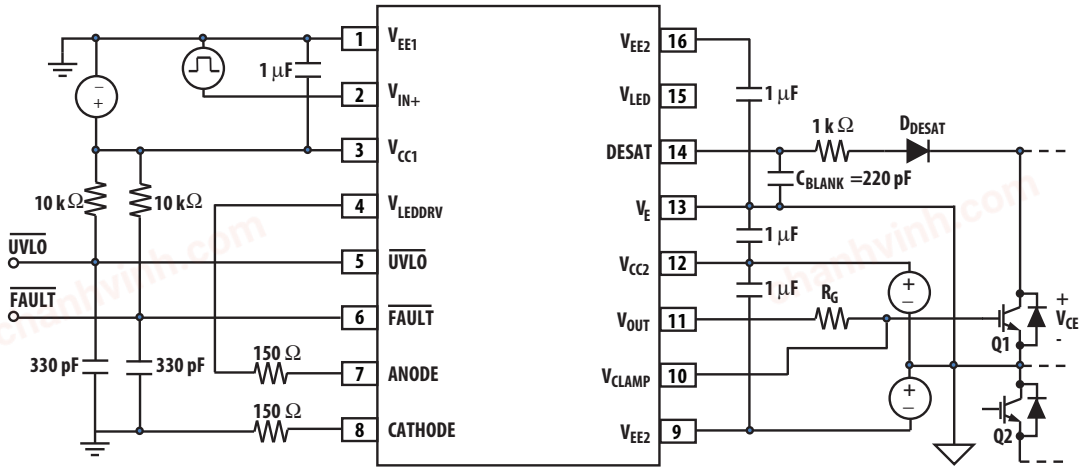
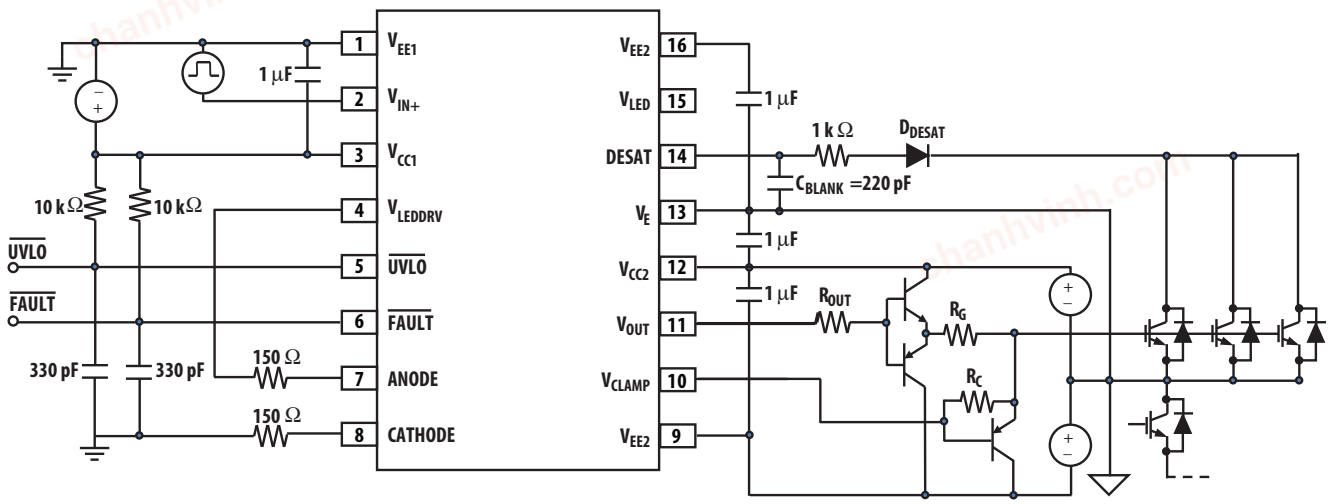

Figure 20. Typical gate drive circuits with DESAT detection
Figure 21. Typical parallel IGBT gate drive circuits with DESAT detection
The nominal blanking time is calculated in terms of external capacitance (C_{BLANK}, see Figure 20 and Figure 21), FAULT threshold voltage (V_{DESAT}), and DESAT charge current (I_{CHG}) in addition to an internal DESAT blanking time ($t_{DESAT(BLANKING)}$).
Step 1: Calculate R_G minimum from the $I_{O(PEAK)}$ specification. The IGBT and R_G in Figure 20 can be analyzed as a simple RC circuit with a voltage supplied by ACPL-336J.
In the recommended application circuit shown in Figure 20, the voltage on pin 14 (DESAT) is $V_{DESAT} = V_F + V_{CE}$, where V_F is the forward ON voltage of D_{DESAT} and V_{CE} is the IGBT collector-to-emitter voltage. The value of V_{CE} that triggers DESAT to signal a FAULT condition is nominally 7 V – V_F. If desired, this DESAT threshold voltage can be decreased by using multiple DESAT diodes or low-voltage Zener diode in series. If n is the number of DESAT diodes, the nominal threshold value becomes $V_{CE,FAULT(TH)} = 7\ V - n \times V_F$. If a Zener diode is used, the nominal threshold value becomes $V_{CE,FAULT(TH)} = 7\ V - V_F - V_Z$. When using two diodes instead of one, then diodes with half of the total required maximum reverse-voltage rating may be chosen.